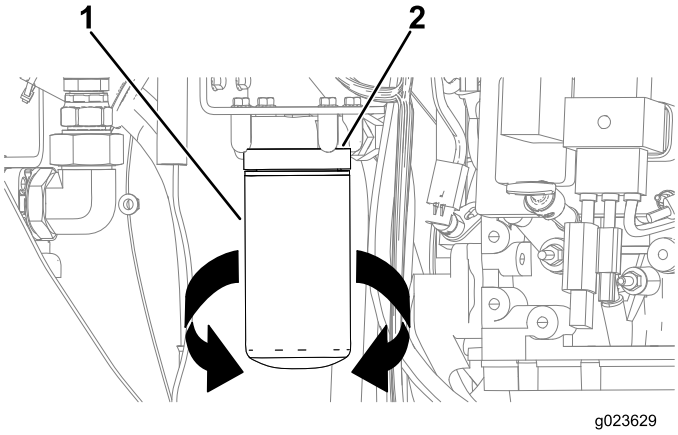

Figure 123
3. Placez un bac de vidange ou plusieurs chiffons sous le filtre à huile et son adaptateur (Figure 123).
4. Tournez le filtre à huile dans le sens antihoraire et déposez-le (Figure 123).
8. Alignez le filtre à huile sur son adaptateur et tournez-le dans le sens horaire jusqu'à ce que le joint du filtre rejoigne l'adaptateur (Figure 123).
9. Serrez le filtre à huile à la main de 1/2 tour supplémentaire (Figure 123).